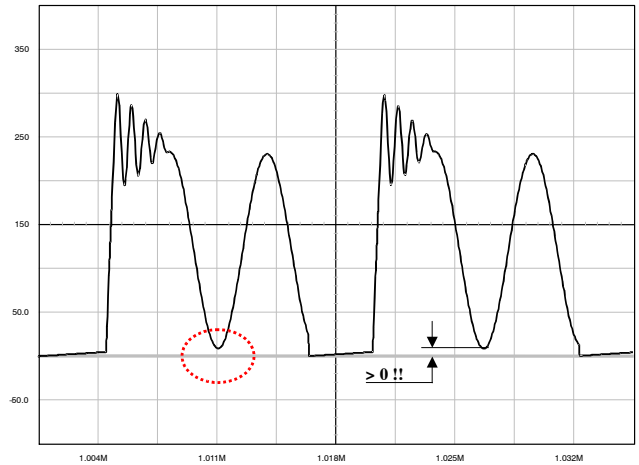
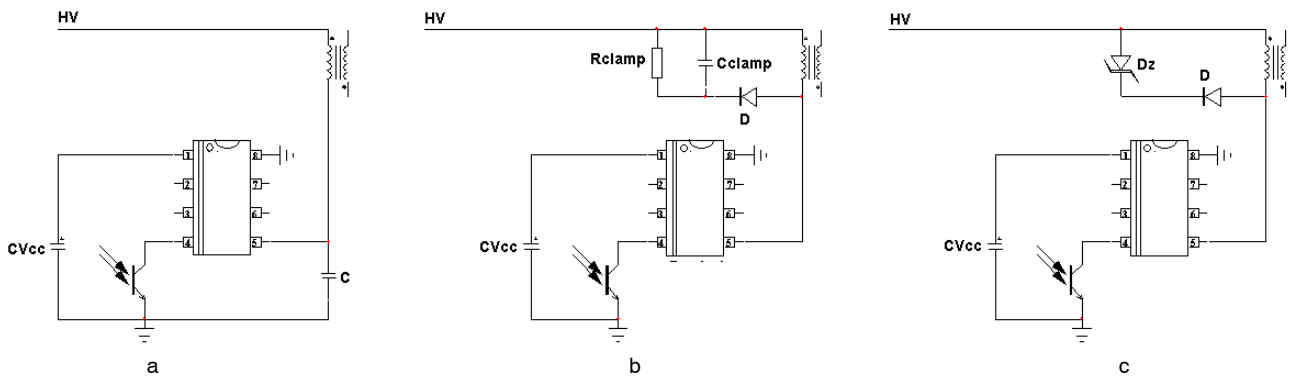

Figure 38. The Drain−Source Wave Shall Always be Positive
Figure 40. Different Options to Clamp the Leakage Spike
1. The lateral MOSFET body−diode shall never be forward biased, either during start−up (because of a large leakage inductance) or in normal operation as shown by Figure 38. This condition sets the maximum voltage that can be reflected during t_{off}. As a result, the Flyback voltage which is reflected on the drain at the switch opening cannot be larger than the input voltage. When selecting components, you thus must adopt a turn ratio which adheres to the following equation:
Figure 40*a*: the simple capacitor limits the voltage according to The lateral MOSFET body−diode shall never be forward biased, either during start−up (because of a large leakage inductance) or in normal operation as shown by Figure 38. This condition sets the maximum voltage that can be reflected during t_{off}. As a result, the Flyback voltage which is reflected on the drain at the switch opening cannot be larger than the input voltage. When selecting components, you thus must adopt a turn ratio which adheres to the following equation: Equation 3. This option is only valid for low power applications, e.g. below 5 W, otherwise chances exist to destroy the MOSFET. After evaluating the leakage inductance, you can compute C with Equation 4. Typical values are between 100 pF and up to 470 pF. Large capacitors increase capacitive losses...
Figure 40*b*: the most standard circuitry is called the *RCD* network. You calculate R_{clamp} and C_{clamp} using the following formulae:
Figure 40*c*: this option is probably the most expensive of all three but it offers the best protection degree. If you need a very precise clamping level, you must implement a zener diode or a TVS. There are little technology differences behind a standard zener diode and a TVS. However, the die area is far bigger for a transient suppressor than that of zener. A 5 W zener diode like the 1N5388B will accept 180 W peak power if it lasts less than 8.3 ms. If the peak current in the worse case (e.g. when the PWM circuit maximum current limit works) multiplied by the nominal zener voltage exceeds these 180 W, then the diode will be destroyed when the supply experiences overloads. A transient suppressor like the P6KE200 still dissipates 5 W of continuous power but is able to accept surges up to 600 W @ 1 ms. Select the zener or TVS clamping level between 40 to 80 V above the reflected output voltage when the supply is heavily loaded.